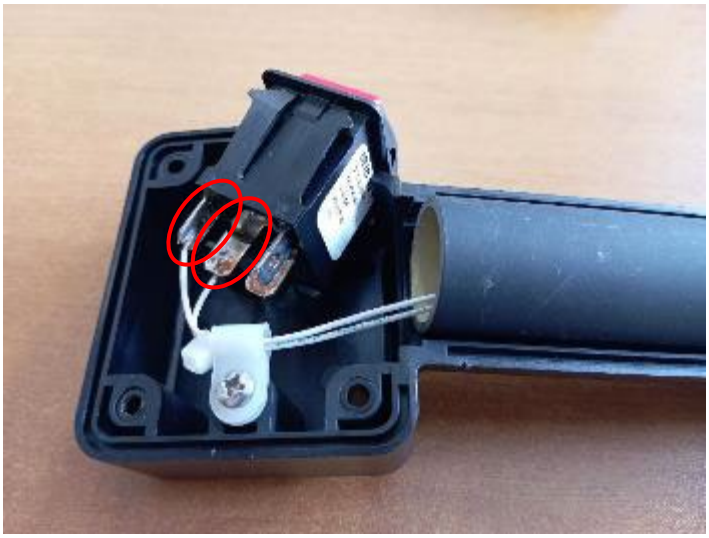

Figure 7 – Areas of sealant application
14. Refer to Figure 7. Apply a continuous layer of Sealant DOWSIL 732 RTV, clear color on both sides of the two soldered terminals (both on the switch). As an alternative, use conformal coating, AR type.